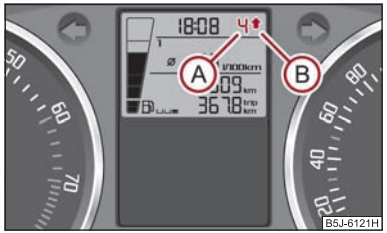

Fig. 17 Recomendación del cambio para el cambio de marcha
En la pantalla del cuadro de instrumentos combinado se muestra información para la marcha conectada (A) ⇒ fig. 17.